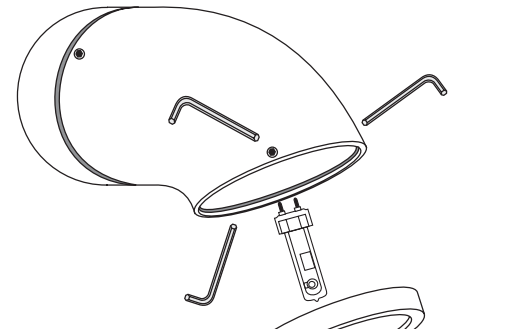

fig. 5
- Smontare il telaio reggivetro frontale agendo sui 3 grani. Procedere al montaggio della lampada e rimontare il telaio bloccando gradualmente ed alternativamente i 3 grani **(fig. 5)**.
- Disassemble the front glass holding frame acting on the 3 dowels. Install the lamp and reassemble the frame blocking gradually and alternatively the 3 dowels **(fig. 5)**.
- Démonter le châssis appui-verre frontal agissant sur les 3 grains. Procéder au montage de la lampe et remonter la châssis bloquant graduellement et alternativement les 3 grains **(fig. 5)**.
- Den vorderen Rahmer zur Aufnahrne der Scheibe durch Lösen der 3 Stifte entfernen. Die Lampe montieren und den Rahmen wieder einsetzen. Dabei die 3 Stifte schrittweise und abwechselnd anziehen **(Abb. 5)**.
- Des montar el marco sujeta-cristal frontal desenroscando los 3 tornillos. Montar la bombilla y volver a montar el marco apretando los 3 tornillos de forma gradual y alterna **(fig. 5)**.